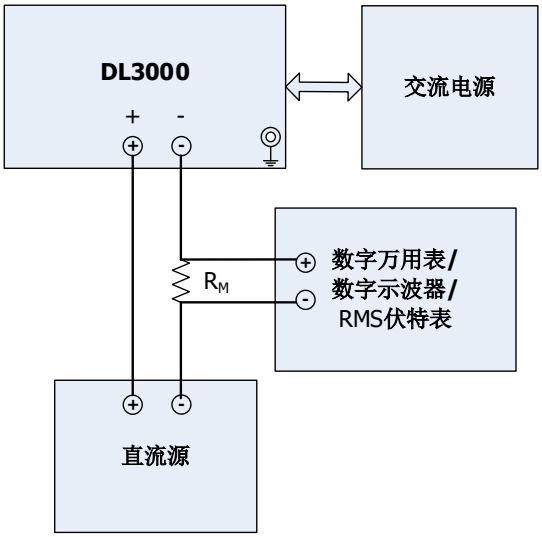

图 2-1 恒流测试连接
执行测试之前，请根据所在国家的市电电压值，通过电子负载后面板“电压选择器”选择合适的电压（本手册中的测试均以选择 230 Vac 为例）。在常温（25℃左右）状态下，使用“**推荐的测试设备**”一节所推荐的设备按图 2-1 所示进行连接。测试过程中，请根据电子负载后面板“电压选择器”已选择的电压设置交流电源的电压值。
1. 关闭 DL3031A，按照图 2-1 所示连接 DL3031A、交流电源、直流源、电流采样电阻（阻值 R_M 为 0.01 Ω）和数字万用表（请注意电流采样电阻与 DL3031A 的通道输入端子和数字万用表的连接方法），并使用 USB 数据线通过电子负载后面板的 USB DEVICE 接口将电子负载与计算机相连。